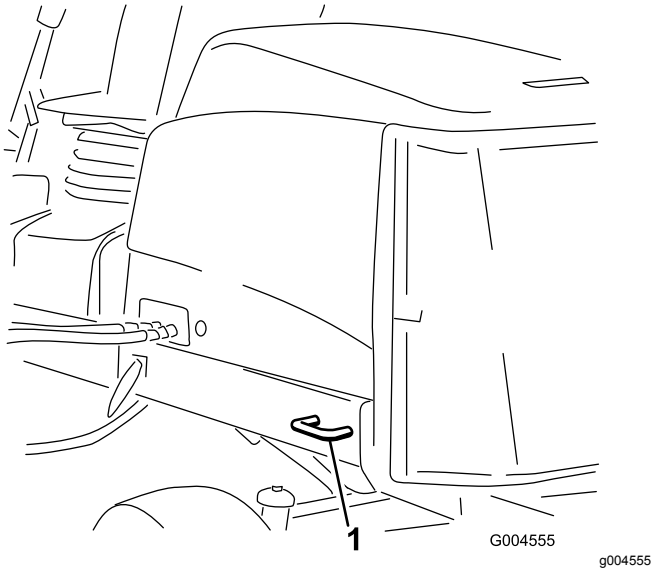

Figuur 40
- Achter – Beide zijden van het achterframe van de machine (Figuur 40)